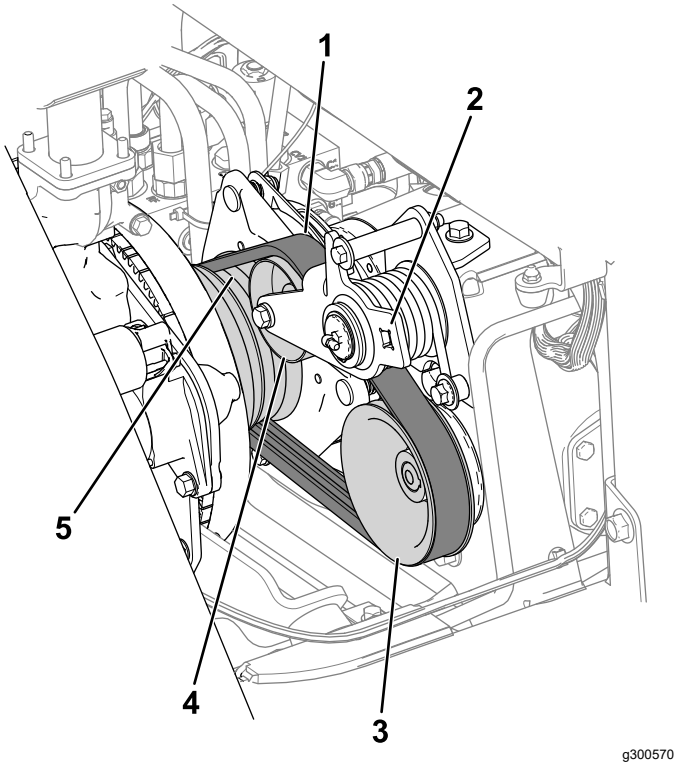

Figure 78
3. Acheminez la courroie sur la poulie du moteur, la poulie de tension et la poulie de la pompe (Figure 78).